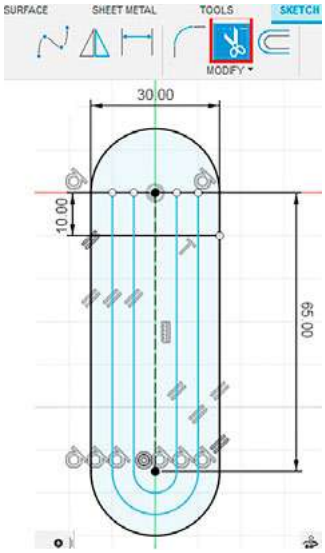

Рис. 8.
2.7. Удалите лишние линии с помощью инструмента TRIM во вкладке MODIFY (рис. 8).